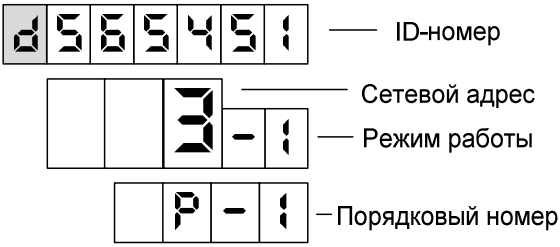

Рисунок 3
– отображение сетевого адреса, режима работы и ID-номер рукава (рисунок 3).